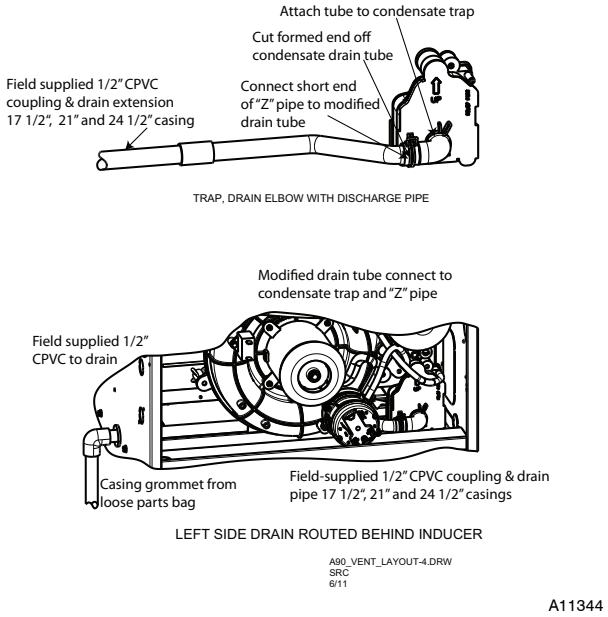

**Fig. 16 - Drain Trap Connection and Routing**
8. With the bend in the tube oriented horizontally and plain end of the tube pointing away from you, insert the 1/2-in. CPVC pipe into the other end of the drain tube. Rotate the tube so the offset in the tube points away from you. Slide a spring clamp over the open end of the 1/2-in. CPVC tube and secure the cut end of drain tube to the pipe. (See Fig. 16)